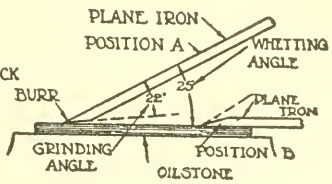

Fig. 28.
2. **In the case of plane irons and chisels, whet on the beveled side until a slight "burr" can be felt on the flat side.** (See position A, Fig. 28.)
The whetting angle should be slightly greater than the grinding angle as shown in position A, Fig. 28.
Be sure that the plane iron or chisel is flat down upon the stone, as shown in position B, Fig. 28. Why?